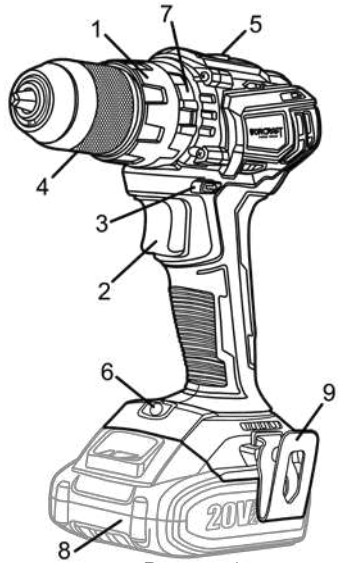

Рисунок 1
4.6.1 Для режиму закручування (викручування) кільце вибору режимів (7, рисунок 1) встановіть на значок «гвинт» та виберіть значення крутного моменту, сумістивши обране число на кільці регулятора крутного моменту (1, рисунок 1) зі стрілкою на корпусі.
4.6.2 При проведенні технологічної операції «свердління» кільце вибору режимів (7, рисунок 1) переведіть у положення зі значком «свердло».
4.6.3 При проведенні робіт по бурінню пористого бетону кільце вибору режимів (7, рисунок 1) переведіть у положення зі значком «молоток».